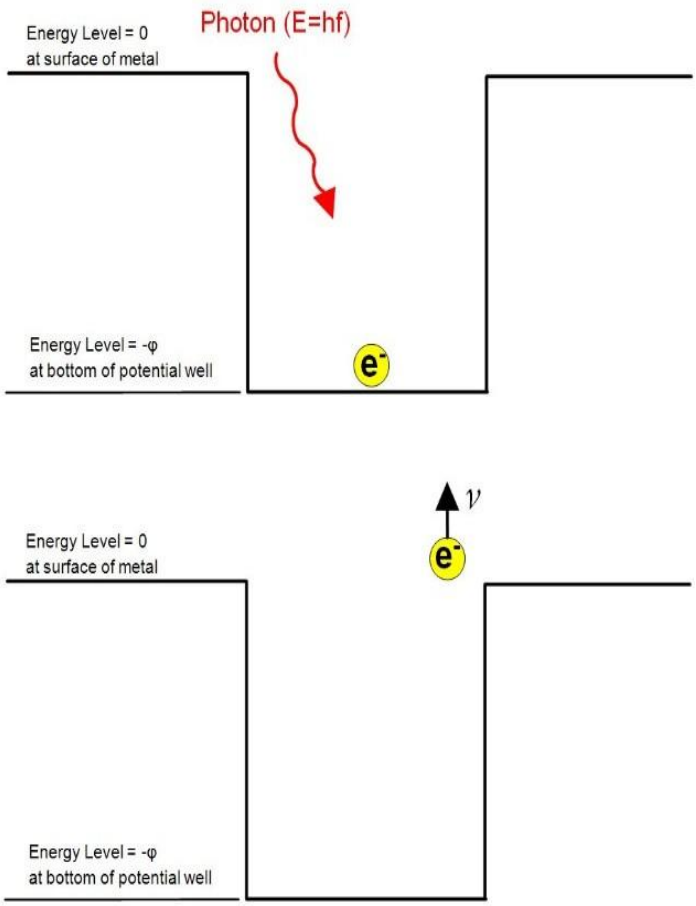

Fig. 1B. Electron absorbing a photon and being emitted from the metal with kinetic energy.
The electrons in a metal are in potential energy wells (see Figure 1A). When light shines on the metal, the energy of the photon is absorbed by the electron and converted into potential energy and kinetic energy. If the photon has sufficient energy to raise the electron out of the potential well, the electron will be ejected from the surface of the metal with kinetic energy (K) equal to the difference between the photon energy (E) and the depth of the potential well (φ, the work function of the metal) (see Figure 1B).